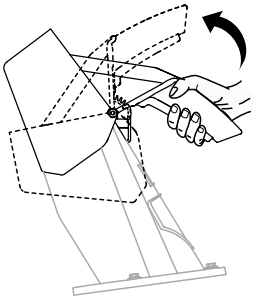

Fig. 11B
1. To increase the distance that the snow is thrown, squeeze the trigger on the chute deflector handle, and then raise the chute deflector. Release the trigger on the chute deflector handle to lock the chute deflector in place. (1, 2, Fig. 11B)